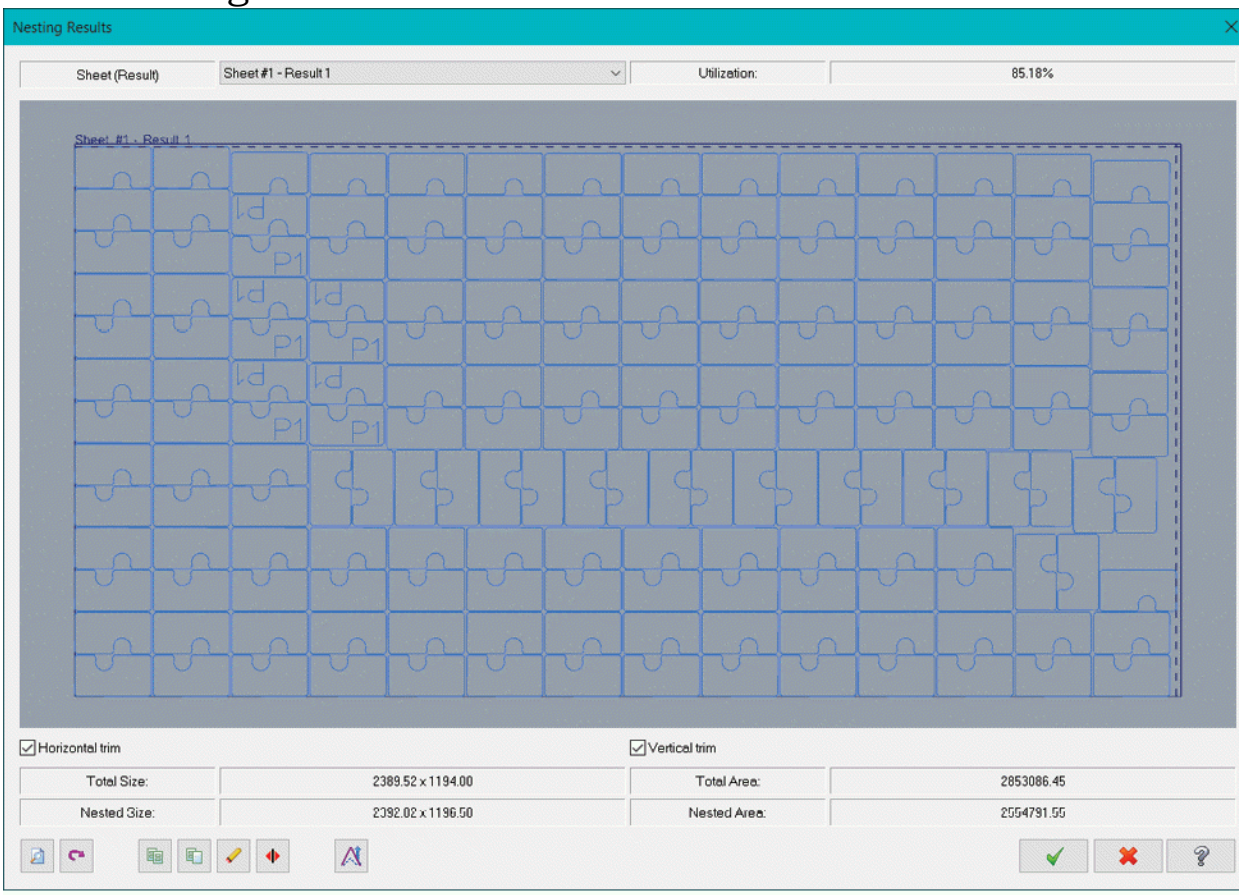

Figure-42. Nesting Results dialog box
- After setting desired parameters, click on the **OK** button from the **Nesting** dialog box. The **Nesting Results** dialog box will be displayed showing arrangement of parts in the sheet; refer to Figure-42.